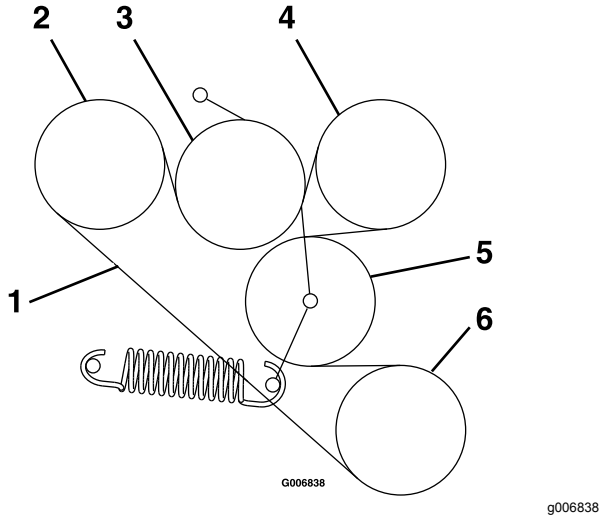

Figura 59
6. Encaminhe a nova correia para as polias como se mostra no autocolante localizado na parte de trás do resguardo da unidade esquerda (Figura 59).